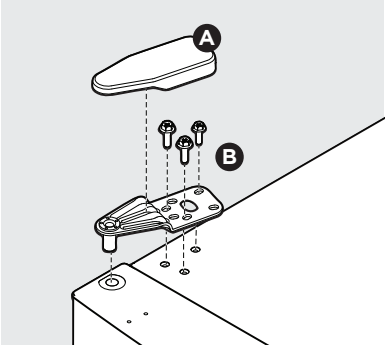

Figure 11
27. Fixez la charnière du haut (B) du côté gauche du congélateur à l'aide d'une clé de 5/16 po. Remettez en place le couvercle de la charnière du haut (A) (figure 11).